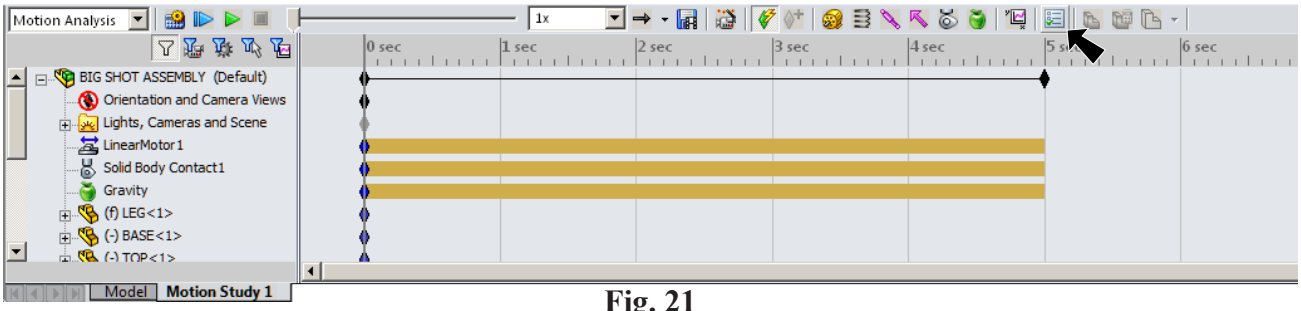

**Fig. 21**
Step 1. Click **Motion Study Properties** on the Motion Manager toolbar, **Fig. 21**.